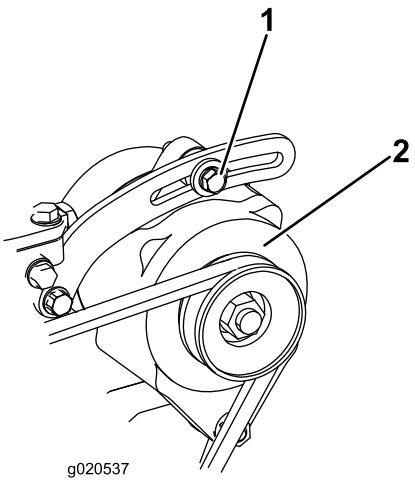

Figuur 100
1. Als de indrukking niet correct is (10 mm), moet u de montagebouten van de wisselstroomdynamo losdraaien (Figuur 100).